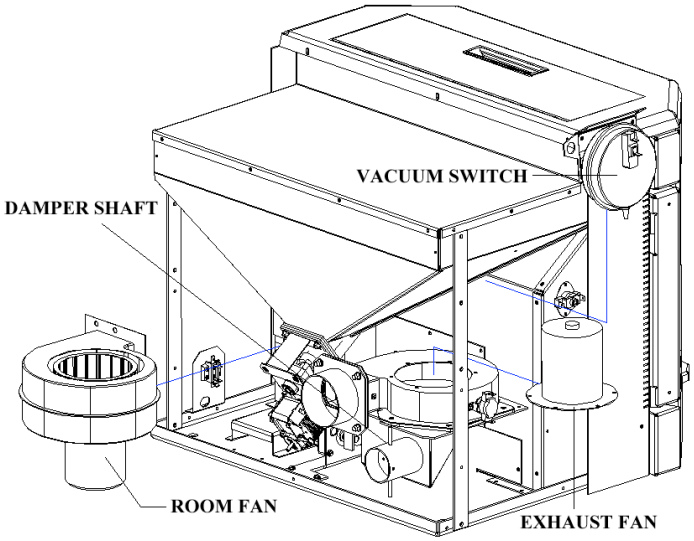

Figure 10
3. Oil the Damper control shaft and the holes in the 2" tube, to make sure the mechanism moves freely (see figure 10).
4. The motor/fan area behind the Firebox and under the Hopper should be vacuumed annually (See figure 10). **NOTE: UNPLUG THE INSERT**. Slide the Insert out of the Fireplace and carefully clean or vacuum any sawdust, cobwebs and household dust. Carefully vacuum around the fan motors. Call your dealer for this service.
5. The Exhaust fan should be removed and cleaned annually. Figure 10 shows the Vacuum Switch removed for easier access to the Exhaust fan. Remove the Motor and Impellor from the housing as shown *(may require a new gasket)* to clean that area of the exhaust system. Clean the Exhaust fan motor with compressed air. Be sure to remove any heavy build-up on the impellor at this time. Call dealer for this service. Annual oiling of the motors is not needed.